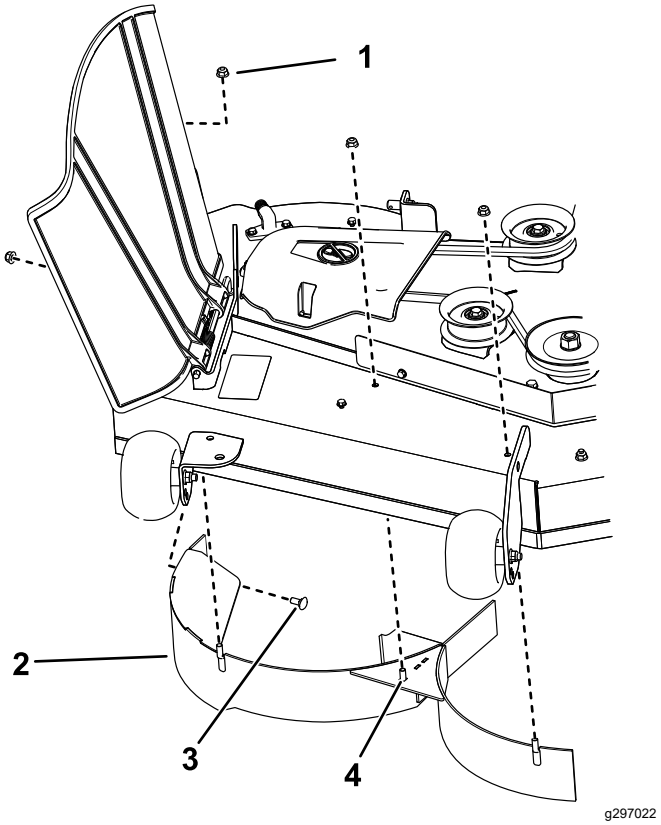

Figura 13
4. Retire las 3 contratuercas (5/16") de los espárragos soldados del deflector derecho (Figura 13).
1. Contratuerca – 5/16" (4)
4. Espárrago soldado (3)
5. Retire los 2 pernos de cuello cuadrado y las 2 contratuercas que fijan el deflector derecho a la carcasa y retire el deflector (Figura 13).
6. Localice los 3 pernos en las piezas sueltas y utilice las contratuercas existentes para instalar estas fijaciones en los taladros utilizados para los espárragos soldados (Figura 13) para evitar que se arrojen residuos al aire.